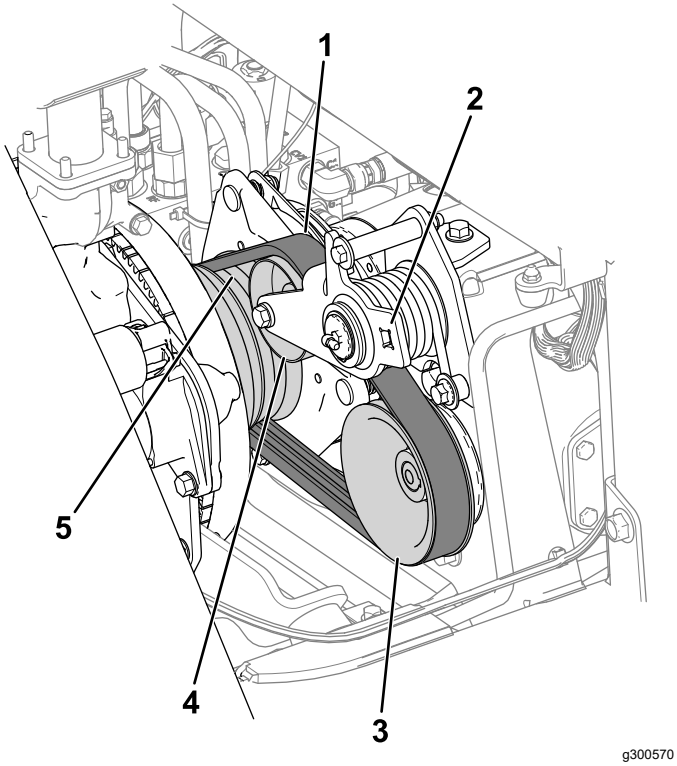

**Figuur 78**
3. Leid de riem op de motorpoelie, de spanpoelie en de poelie van de pomp (Figuur 78).